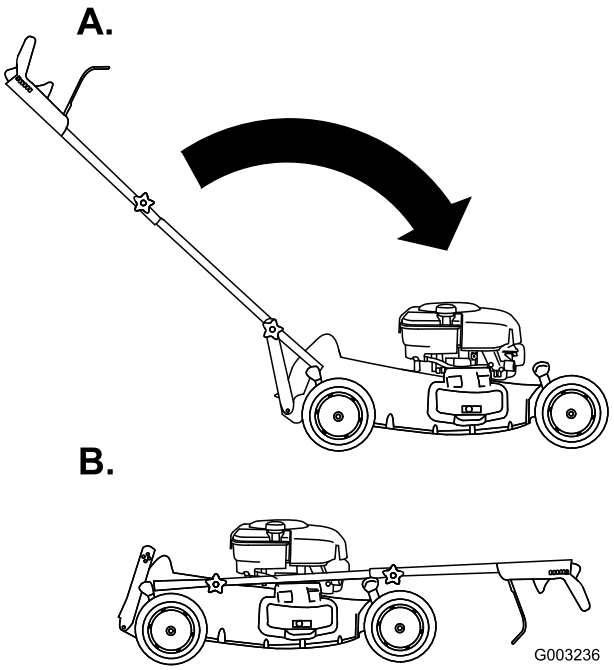

Figur 41
3. Drej håndtaget fremad (Figur 41).